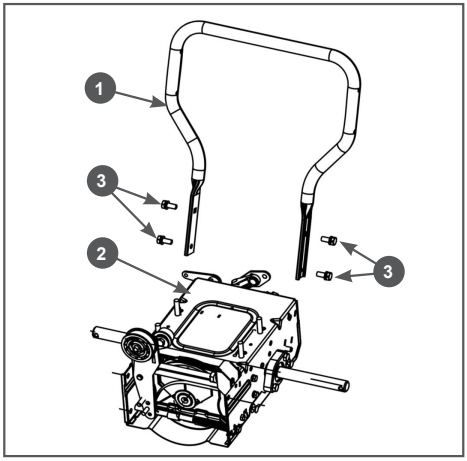

**Рис. 4 Установка стойки рукояток**
3. Установите стойку рабочих рукояток. Совместите отверстия в стойке рукояток и раме, вставьте в отверстия болты и плотно закрутите их (Рис. 4).